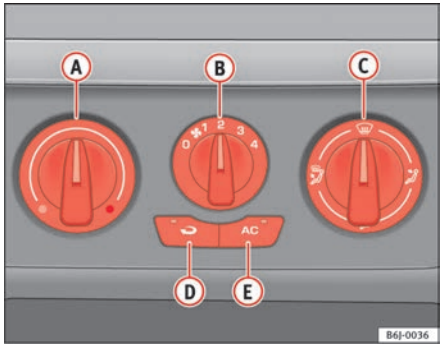

Fig. 87 Heating controls on the dash panel
– Turn the temperature selector ⇒ fig. 87 (A) anti-clockwise.
– Turn blower switch (B) to any of the head settings 1 -4.
– Set the airflow to the desired direction using air distribution control (C).
– Turn the temperature selector ⇒ fig. 87 (A) clockwise to select the desired temperature.
– Turn the temperature selector ⇒ fig. 87 (A) clockwise to reach the maximum temperature.
– Turn the blower switch (B) to setting 4.
– Close outlet (3).
– Open and turn outlet (4) towards side windows
– Turn the temperature selector ⇒ fig. 87 (A) to the heating zone.
– Turn blower switch (B) to any of the head settings 2 -3.
– Close outlets (3)
– Open and turn outlets (4) towards side windows